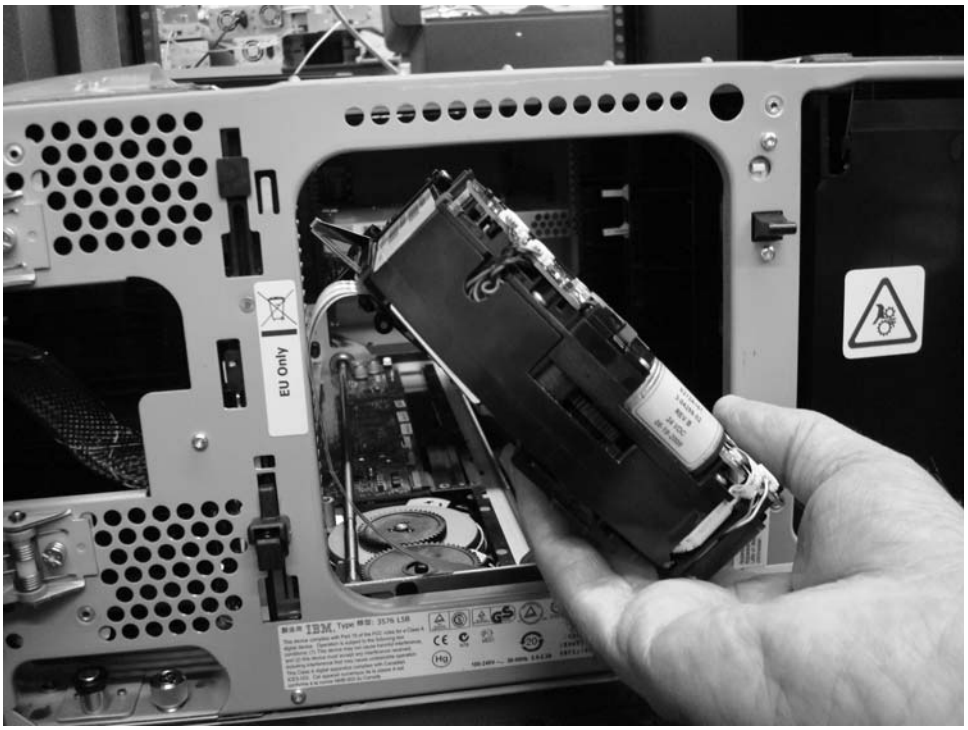

Figure 7-112. Insert Picker through the front door
1. Carefully insert the Picker assembly through the front door as shown in Figure 7-112. You may need to tilt the Picker Assembly slightly to allow it to fit. Set the Picker on the top of the M2 Robot assembly toward the rear of the library. Be careful not to bend or crease the flex cable.